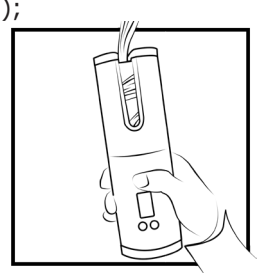

Рис. 6
- Нажмите и удерживайте кнопку начала работы (4), одновременно отпустив конец пряди. В этот момент прядь будет наматываться на рабочую поверхность (1) (Рис. 6);